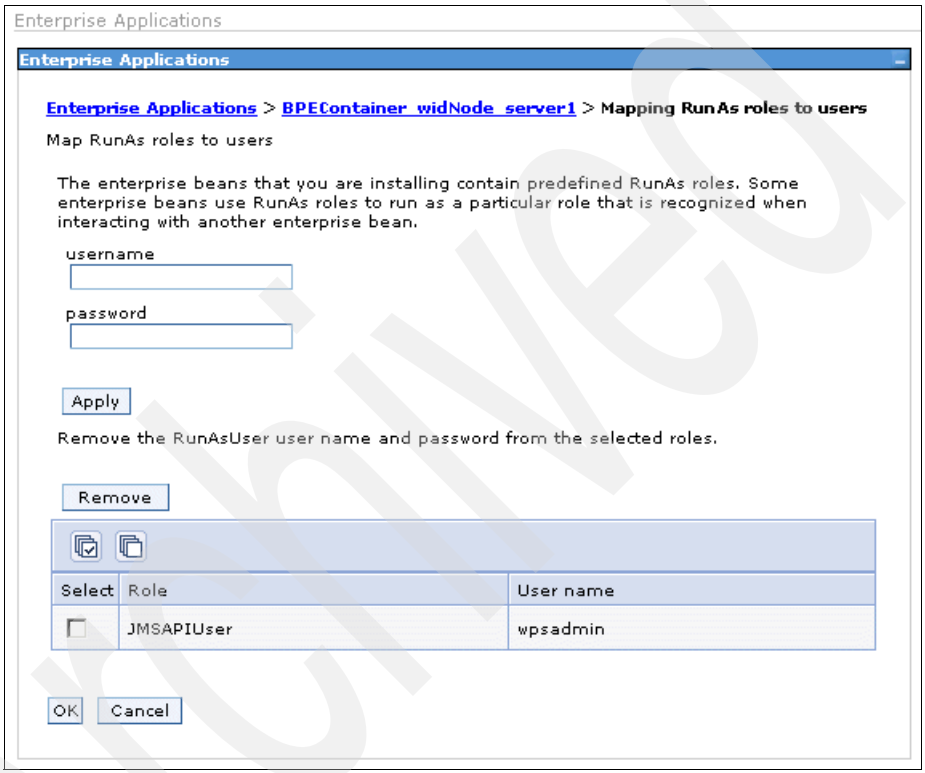

Figure B-37 The BPEContainer_widNode_server1 Map RunAs roles to users page
4. In the Mapping RunAs roles to users window (Figure B-37), complete these steps: